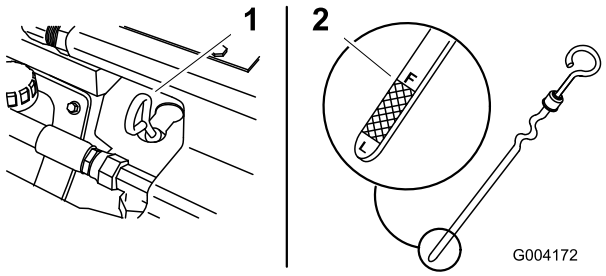

Figuur 14
4. Maak de omgeving van de oliepeilstok schoon (Figuur 14).
5. Trek de peilstok uit en veeg het metalen deel met een doek schoon (Figuur 14).
6. Schuif de peilstok helemaal in de buis (Figuur 14).